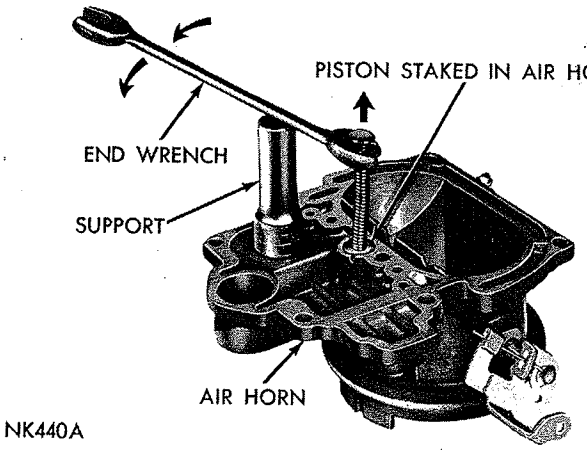

***Fig. 2—Removing the Vacuum Power Piston***
(6) Remove choke vacuum diaphragm and bracket assembly and place to one side to be cleaned as a special item. **A liquid cleaner may damage the diaphragm material.**
(7) Remove air horn attaching screws and remove air horn.
(8) Disengage accelerator pump plunger rod from rocker arm by removing clip; and the bowl vent valve. Slide plunger and rod out of the air horn. Slide compression spring off rod.
(9) Remove vacuum power piston from the air horn, using an open end wrench and a support, as shown in (Fig. 2). (Exert sufficient pressure on end of wrench to force pistion out of air horn. This assembly is staked and care should be used at removal.)